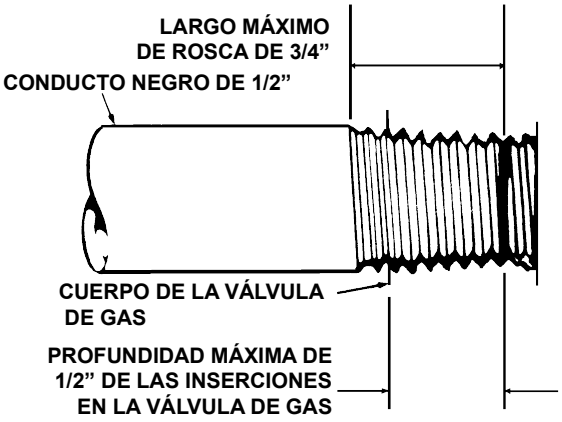

Figura 6. Requisitos de conexión de la válvula de gas
- Las roscas macho del conducto que se instalará en la válvula de gas deben cumplir con los requisitos de la Figura 6. Las roscas que superen la longitud de las que se muestran en la figura pueden provocar la distorsión y el funcionamiento indebido de la válvula de gas.
> ⚠ **ADVERTENCIA**: Si las roscas macho del conducto que se instalará en la válvula de gas no cumplen con los requisitos de la Figura 6, pueden producirse daños, distorsión y un funcionamiento indebido en la válvula de gas.